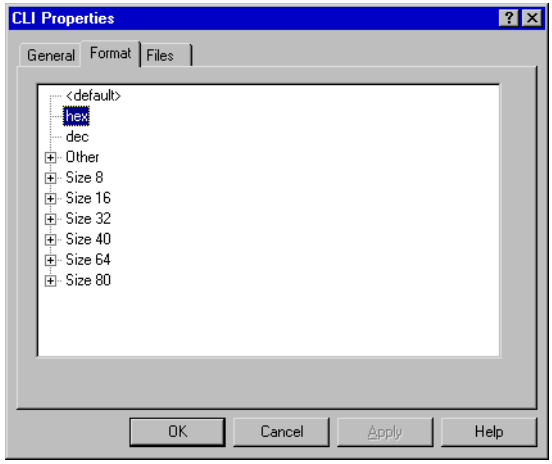

Figure 5-88 Command Line Interface Properties dialog, Format tab
- **Format**, shown in Figure 5-88 on page 5-67
Click on the **Format** tab to display the dialog shown in Figure 5-88.